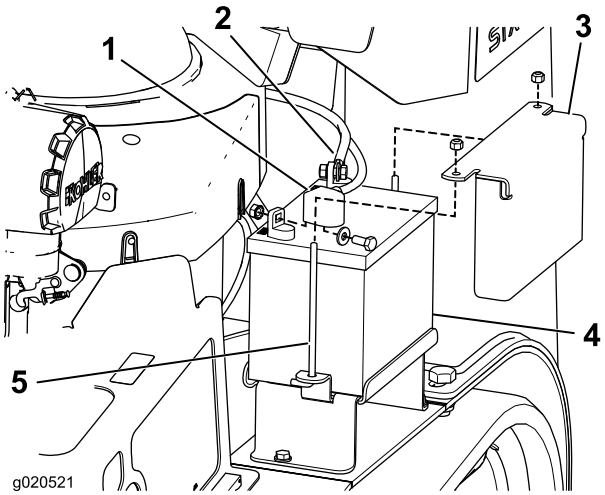

Figuur 42
3. Verwijder het zwarte rubberen kapje van de minkabel. Maak de minkabel los van de minpool (–) van de accu (Figuur 42).
4. Schuif het rode stofkapje voor de accupool van de pluspool (rood) van de accu. Verwijder vervolgens de pluskabel (rood) van de accu (Figuur 42).
5. Verwijder de bevestigingsplaat, de J-bouten en de borgmoeren waarmee de accu bevestigd is (Figuur 42) en verwijder de accu.
1. Plaats de accu op de machine (Figuur 42).
3. Bevestig de pluskabel (rood) aan de pluspool (+) van de accu met een moer, ring en bout (Figuur 42). Schuif het rubberen kapje over de accupool heen.
4. Bevestig vervolgens de minkabel en de aardingskabel aan de minpool (–) van de accu met een moer, ring en bout (Figuur 42). Schuif het rubberen kapje over de accupool heen.